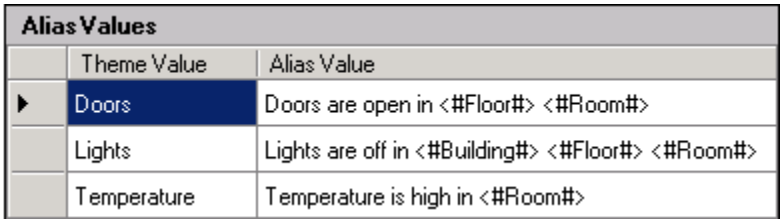

Figure 13.10 - Global Aliases Used in Alias Values
- You can nest a global alias in an alias value, as demonstrated in Figure 13.10. When adding a global alias to the alias value, use the following syntax: `<#GlobalAlias#>`.